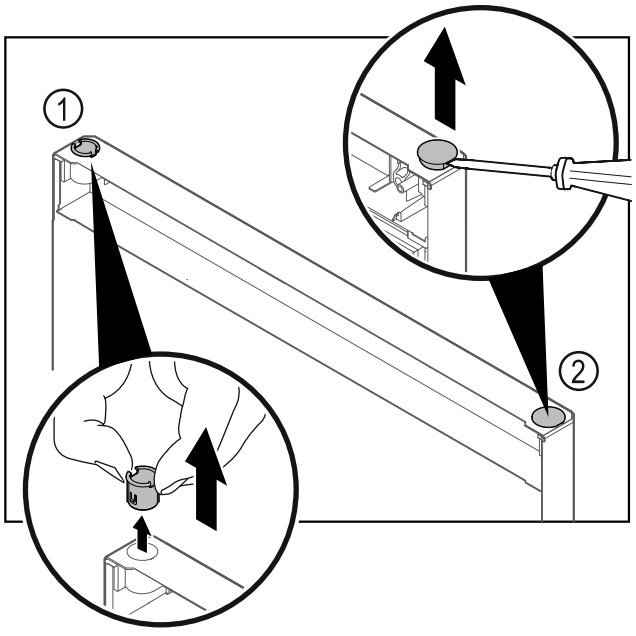

Fig. 17 Ușa frigiderului
▶ Extrageți bucșa balamalei *Fig. 17 (1)* cu degetele.
▶ Ridicați dopul de acoperire *Fig. 17 (2)* cu precauție cu o șurubelniță dreaptă și extrageți-l.